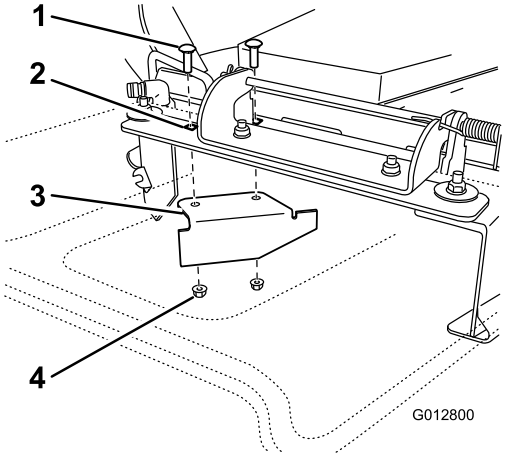

Figur 1
5. Leta reda på kantskärmen vid klippdäckets sidoutkastaröppning (Figur 1).